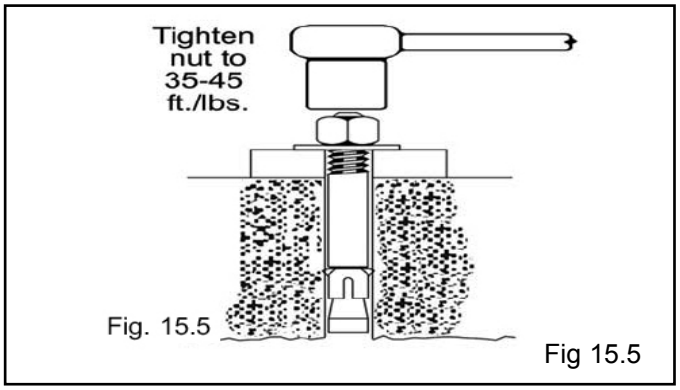

Fig 15.5
6. After any necessary shims are installed, tighten each nut to 35-45 ft./lbs. IMPORTANT - If Anchor Bolts do hold when torqued to required amount, concrete must replaced. Saw cut and remove 24" x 24" square area each Column base then re-pour with reinforced 2500 concrete to a depth of six inches minimum, keying new concrete under existing floor. (See Fig. 15.5)